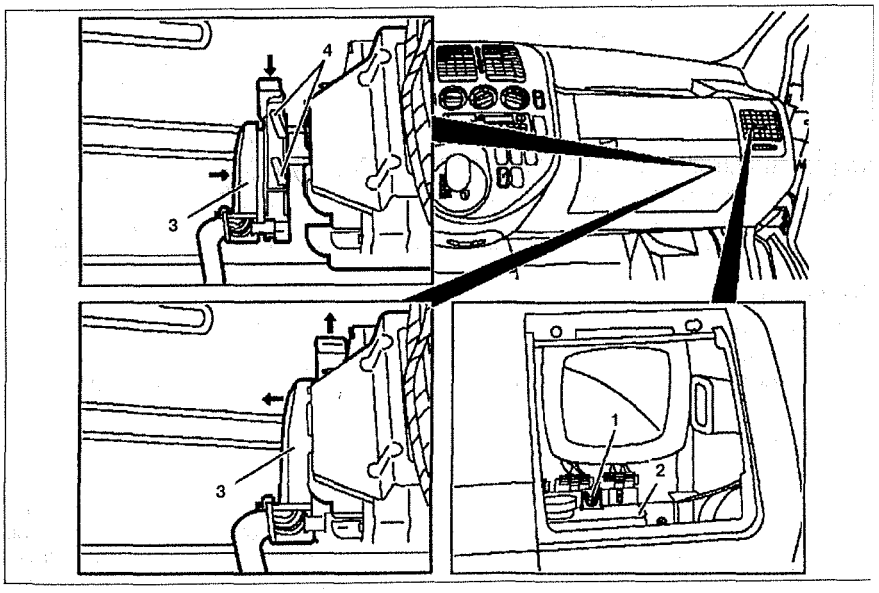

Рис. 6.58. Блок управления АКПП (автомобили с двигателем 104.900): **1.** Болт, **2.** Блок управления АКПП, **3.** Разъем проводки, **4.** Направляющие.
4. Открутите болт **1** крепления блока управления АКПП **2** на суппорте (см.рис.6.58).